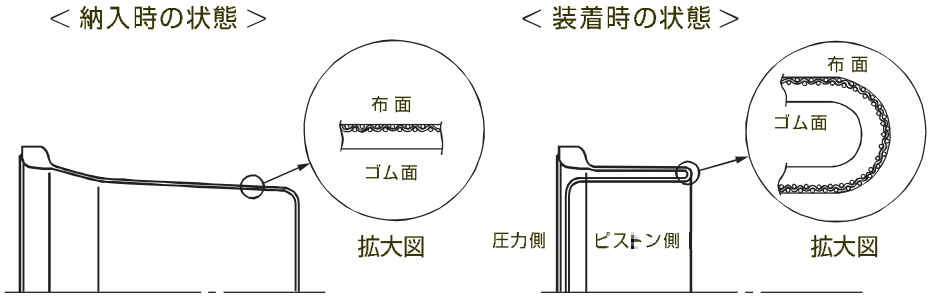

Fig.8
① BFダイヤフラムの両面に適当な潤滑剤（例：二硫化モリブデン粉末）を塗布する。
② a）組み付け用にＢＦダイヤフラムの環状Ｕ溝を形成させるため、ＢＦダイヤフラムの頭部コーナーを、納入状態の山高形状から組み付け状態の形状に反転させる。（Fig.8）
① BFダイヤフラムの両面に潤滑剤（例：二硫化モリブデン粉末）を塗布する。
② a）組み付け用にＢＦダイヤフラムの環状Ｕ溝を形成させるため、ＢＦダイヤフラムの頭部コーナーを、納入状態の形状から組み付けの形状に反転させる。(Fig.8)
① BFダイヤフラムF, Rの両面に潤滑剤（例：二硫化モリブデン粉末）を塗布する。
② a）組み付け用にＢＦダイヤフラムの環状U溝を形成させるため、各ＢＦダイヤフラムの頭部コーナーを納入状態の山高形状から組み付け状態の形状に反転させる。（Fig.8）